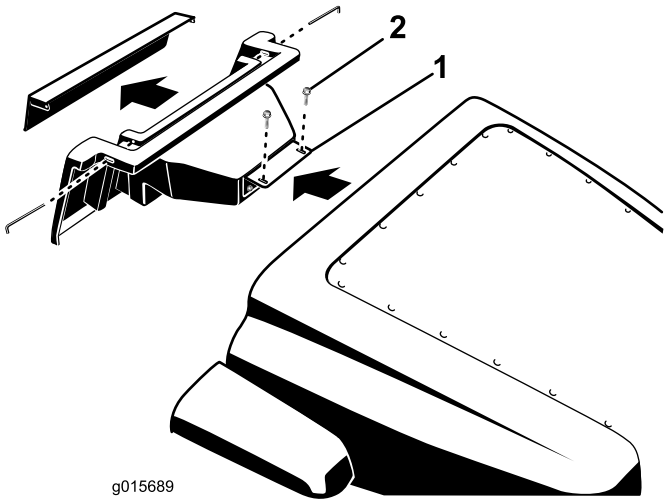

**Figure 11**
1. Remove the (2) screws securing the storage housing mounting bracket to the machine's frame (Figure 11).